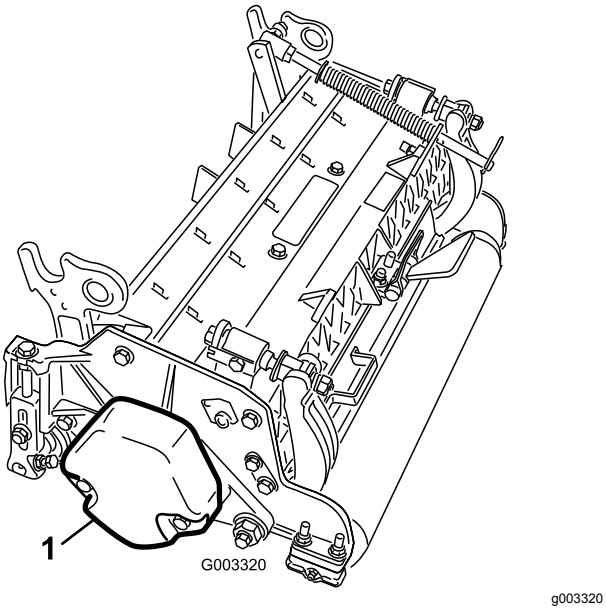

Figuur 4
4. Monteer het contragewicht (Figuur 4) aan de juiste kant van de maaidekken; zie de *Gebruikershandleiding* van de maaidekken.